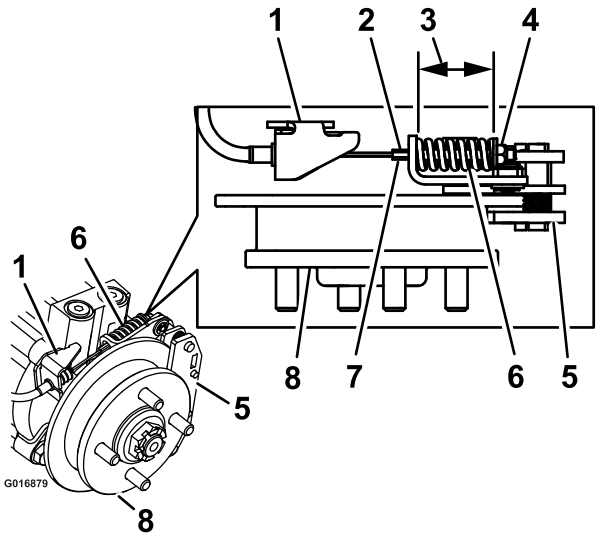

Figur 68
9. Håll den gängade stavänden med ett verktyg och justera låsmuttern tills fjäderns längd är mellan 3,8 och 4,0 cm, se Figur 68. Se till att vajern inte vrider sig när du lossar muttrarna.